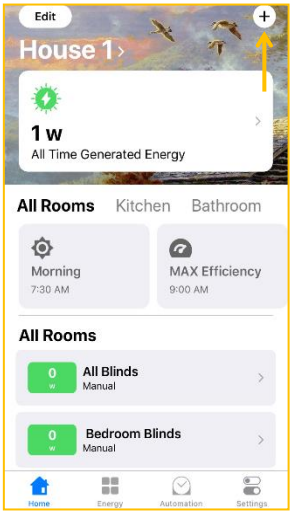

Figure 20
10.6.1. Click **+** in the top right corner to start *(Fig. 20)*.